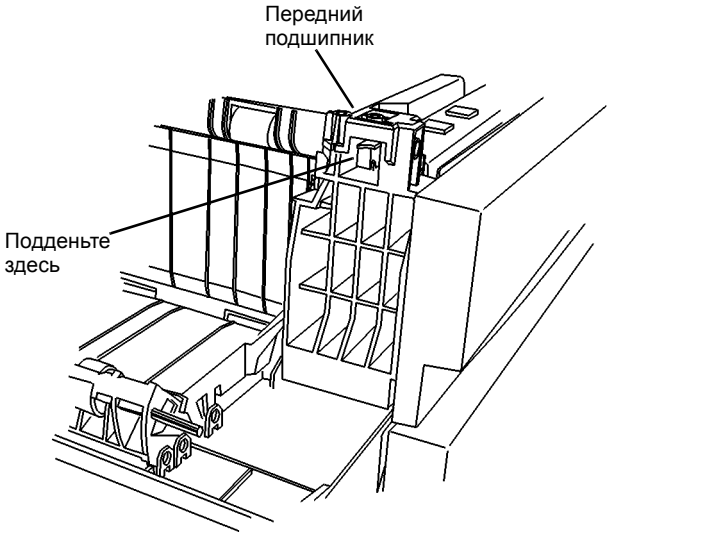

Рисунок 1 Снятие переднего подшипника
3. Приставив лезвие маленькой отвертки к показанному на рисунке месту, отведите подшипник от каркаса лотка и снимите его с вала ролика отвода (Рисунок 1).